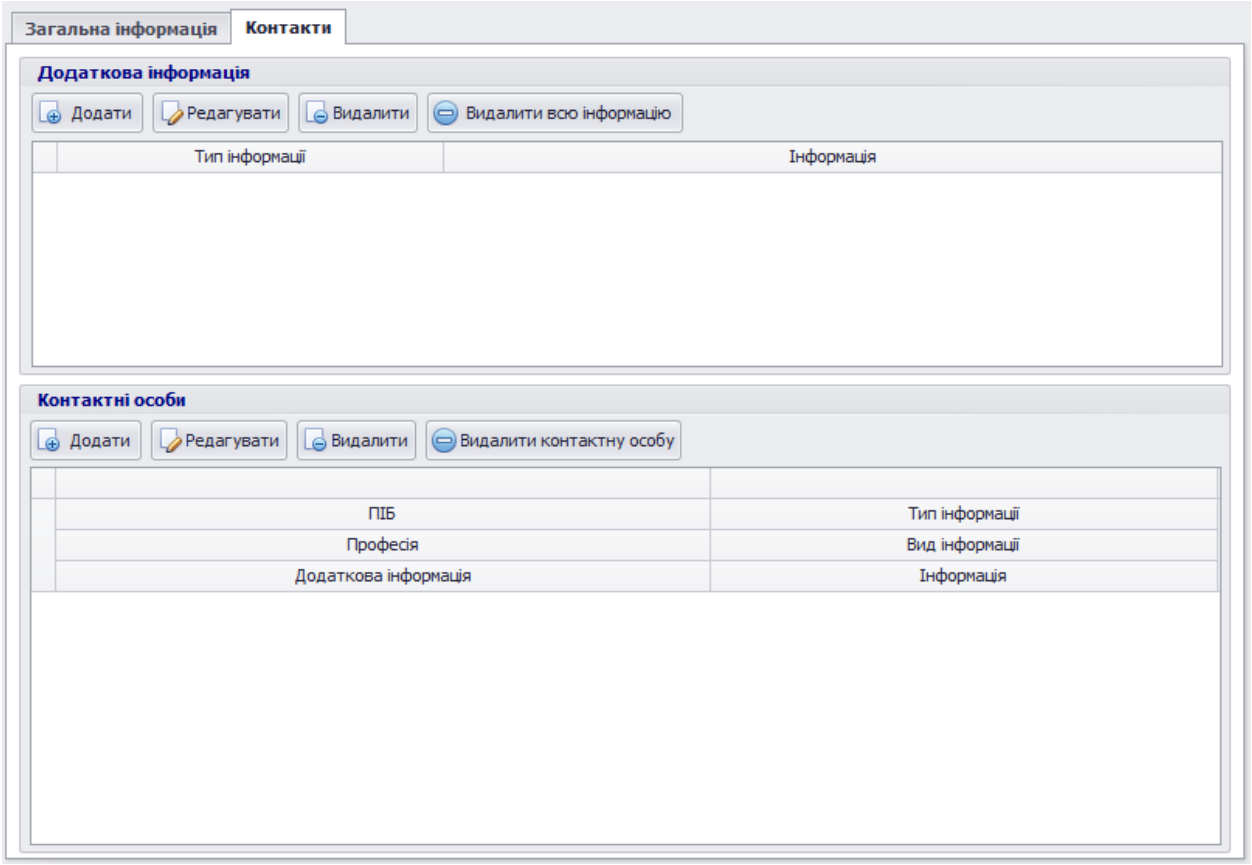

Рисунок 10.4 – Основний вигляд вкладки «*Контакти*» кнопки «*Додати*»
- «*Контакти*» - (рис.10.4), створення та редагування додаткової інформації та контактної особи.